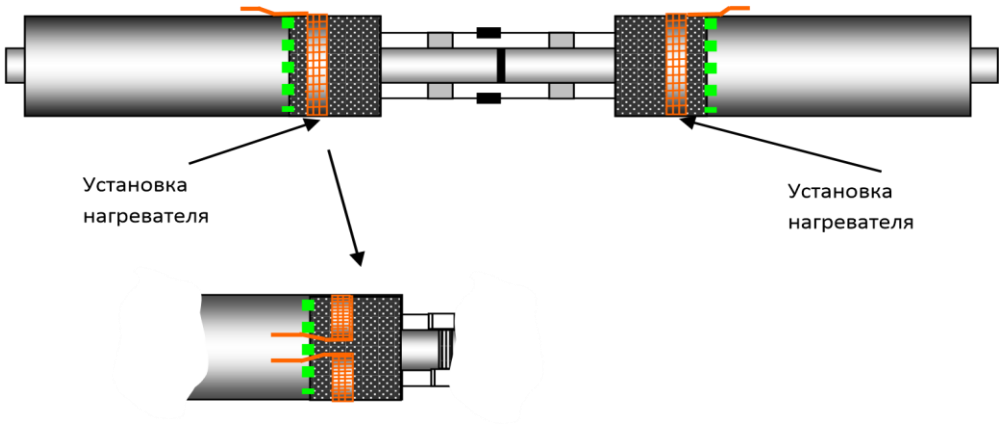

Рисунок 13 – установка нагревательного элемента
13.5.9 Строго выдерживая указанное расстояние от нагревателя до габаритной отметки, плотно обернуть его вокруг оболочки, чтобы зазор между контактами нагревателя был в пределах 10-12 мм. (Ø оболочки 315-450 мм) 12-14 мм. (Ø оболочки 560-900 мм) 13-15 мм. (Ø оболочки 1000-1600 мм). Допускается незначительная растяжка нагревателя без нарушения целостности токоподводящего контакта. Закрепить второй конец ленты к оболочке. Повторить операции с нагревателем на другой стороне стыка. (Рисунок 13)